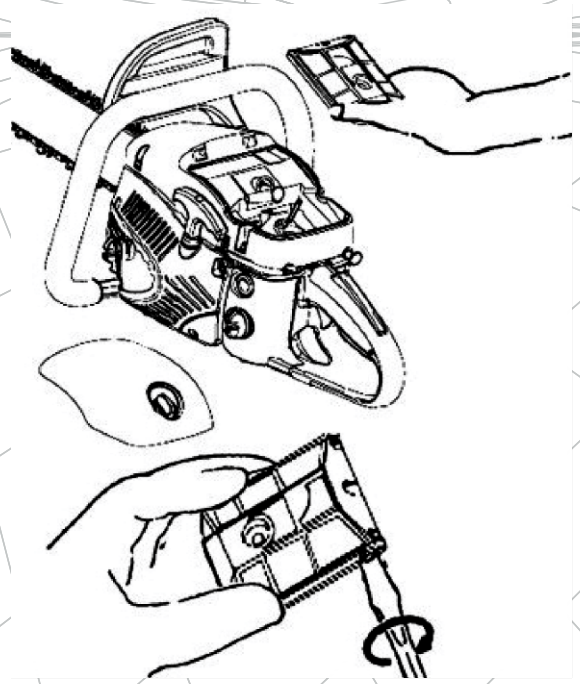

Рис. 29
1. Открутите фиксатор крышки воздушного фильтра (см. рис. 29).